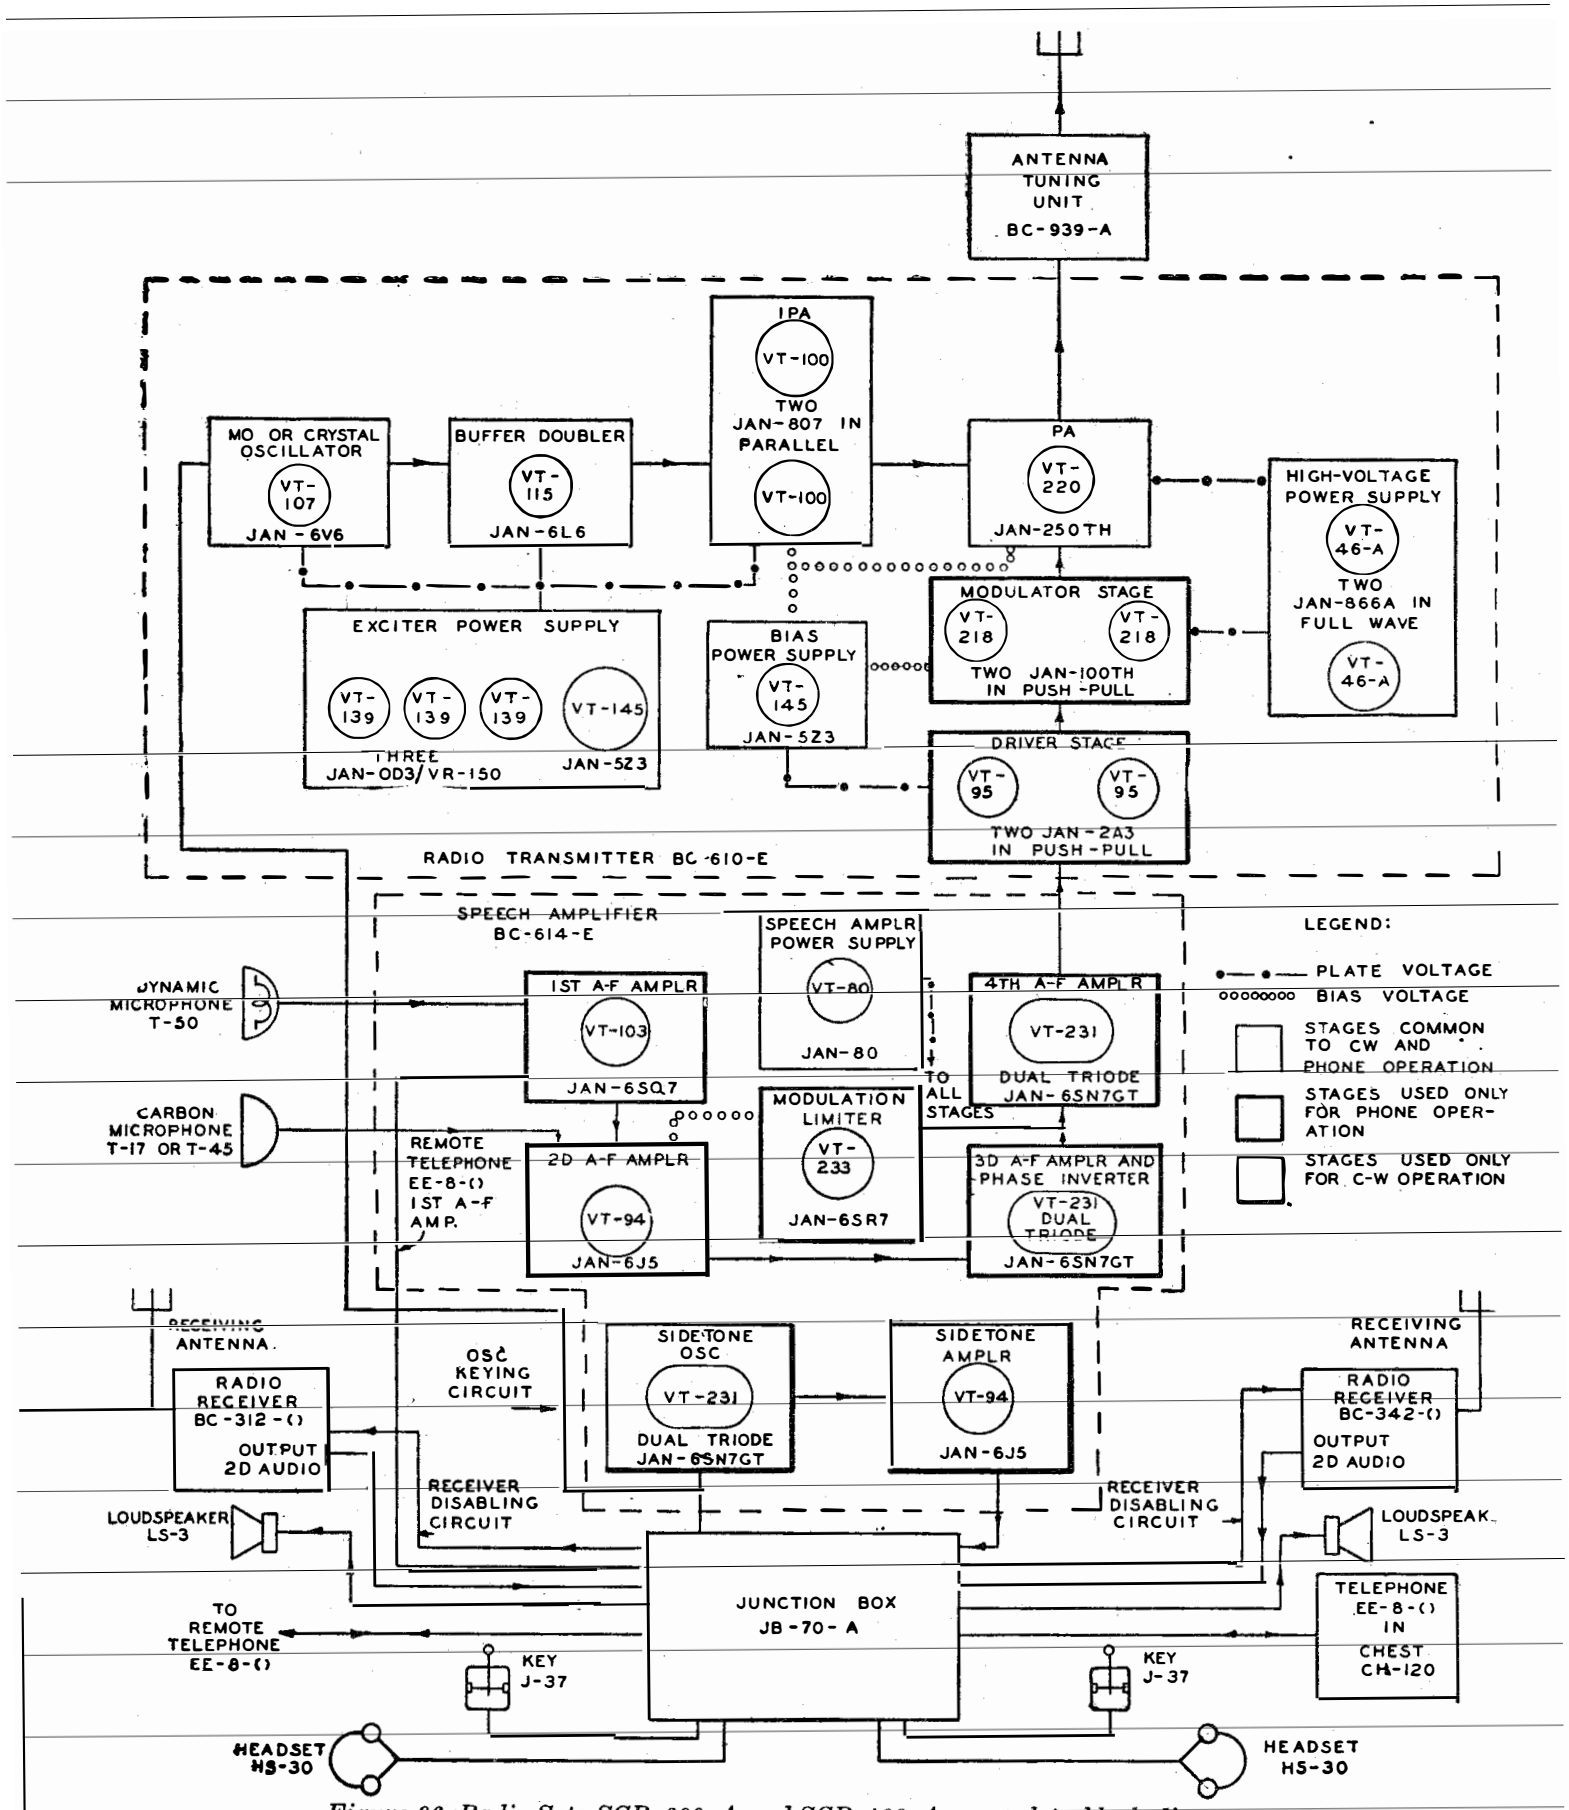

Figure 96. Radio Sets SCR-399-A and SCR-499-A—complete block diagram.
Figure 96, an over-all system block diagram, shows the complete function of Radio Sets SCR-399-A and SCR-499-A. The major components of the radio set are: Radio Transmitter BC-610-E, Antenna Tuning Unit BC-939-A, Speech Amplifier BC-614-E, Junction Box JB-70-A, and Radio Receivers BC-312-( ) and BC-342-( ). The signal paths are as shown in figure 96.
(1) Block diagram of Radio Sets SCR–399–A and SCR–499–A. (See fig. 96.)